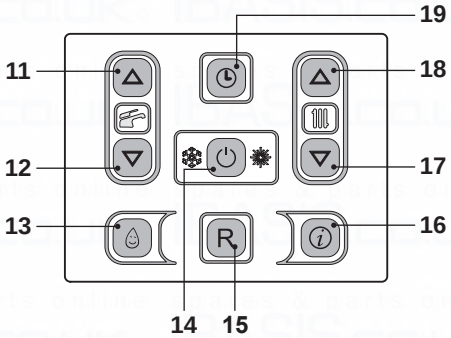
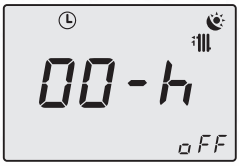
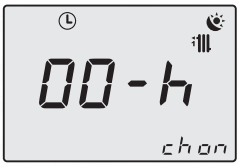

Fig. 2.18
Fig. 2.19
Fig. 2.20
Press keys 17 and 18 (Fig. 2.18) at the same time for 2 seconds to enter programme menu (Fig. 2.19).
Press key 14 (Fig. 2.18) to modify the function status: (14 scrolls through Menu **oFF**, **ch on**, **ch oFF**) Fig. 2.20.
Press keys 11 or 12 (Fig. 2.18) to programme the forced heating function Minimum 1 hour to Maximum 30 days (The above example has been set for **ch on** for 1 day) (Fig. 2.21).
To exit programming without making any changes press keys 17 and 18 (Fig. 2.18) at same time for 2 seconds.
Hold down keys 17 and 18 (Fig. 2.18) at the same time for 2 seconds until the remaining time and status of the programme appears on the LCD display.
Press key 14 (Fig. 2.18) to modify the status to "**oFF**".
To exit programming without making any changes press key 17 and 18 (Fig. 2.18) at the same time for 2 seconds or wait 60 seconds.